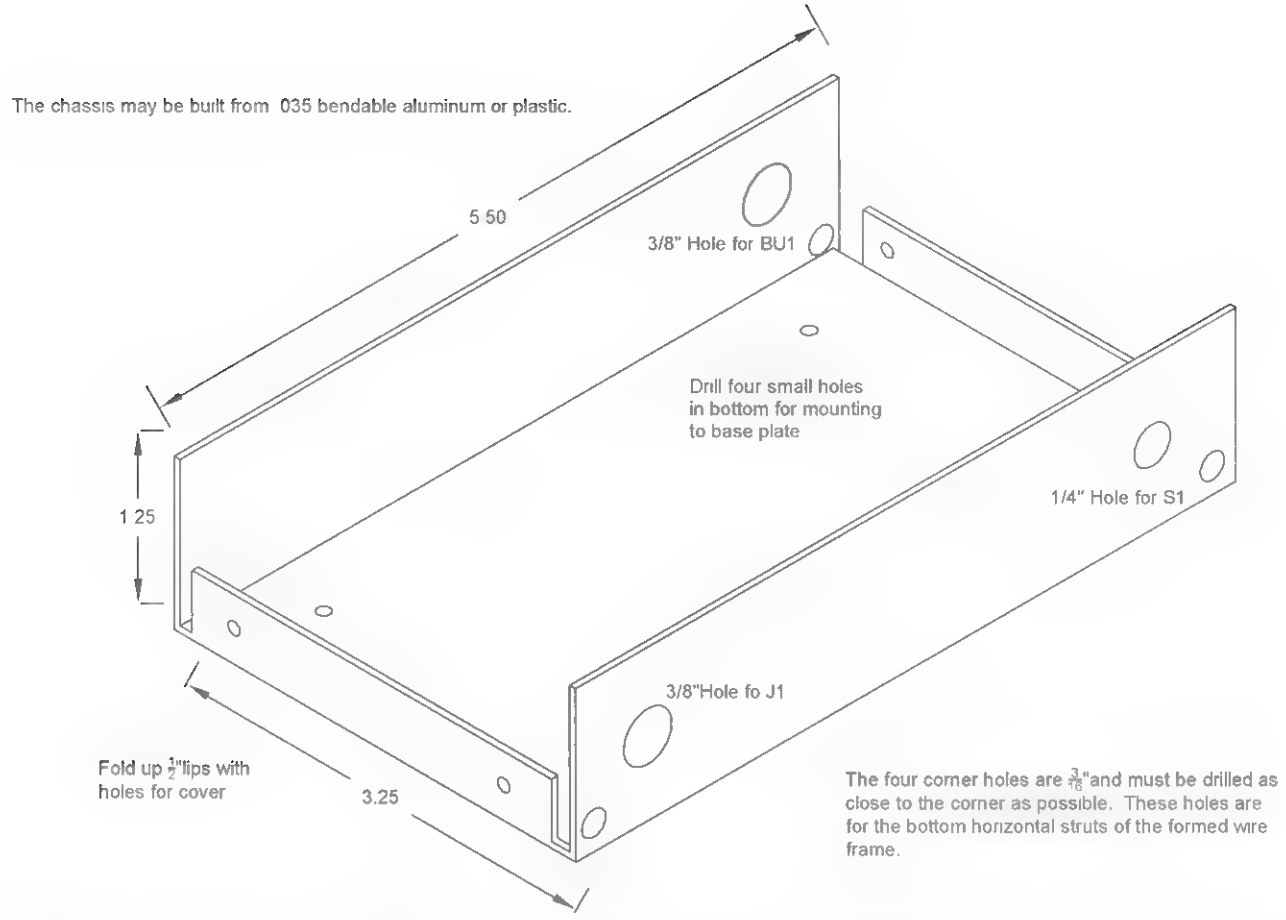

Figure 39-4 *Chassis fabrication*
1. Create the chassis shown in Figure 39-4. This is attached to the BASE section using four #6 sheet metal screws.
CHASSIS	Create as shown in Figure 39-4 from .035-inch aluminum